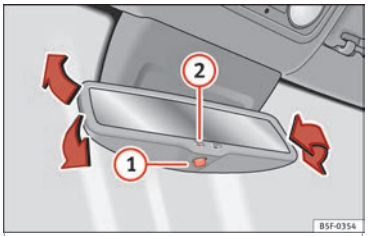

Fig. 19 Retrovisor interior con ajuste automático* para posición antideslumbrante.
• Activar el antideslumbrante automático: pulse el botón (1) »» **fig. 19**. Se ilumina el testigo (2) y, al incidir la luz, el retrovisor se oscurece.